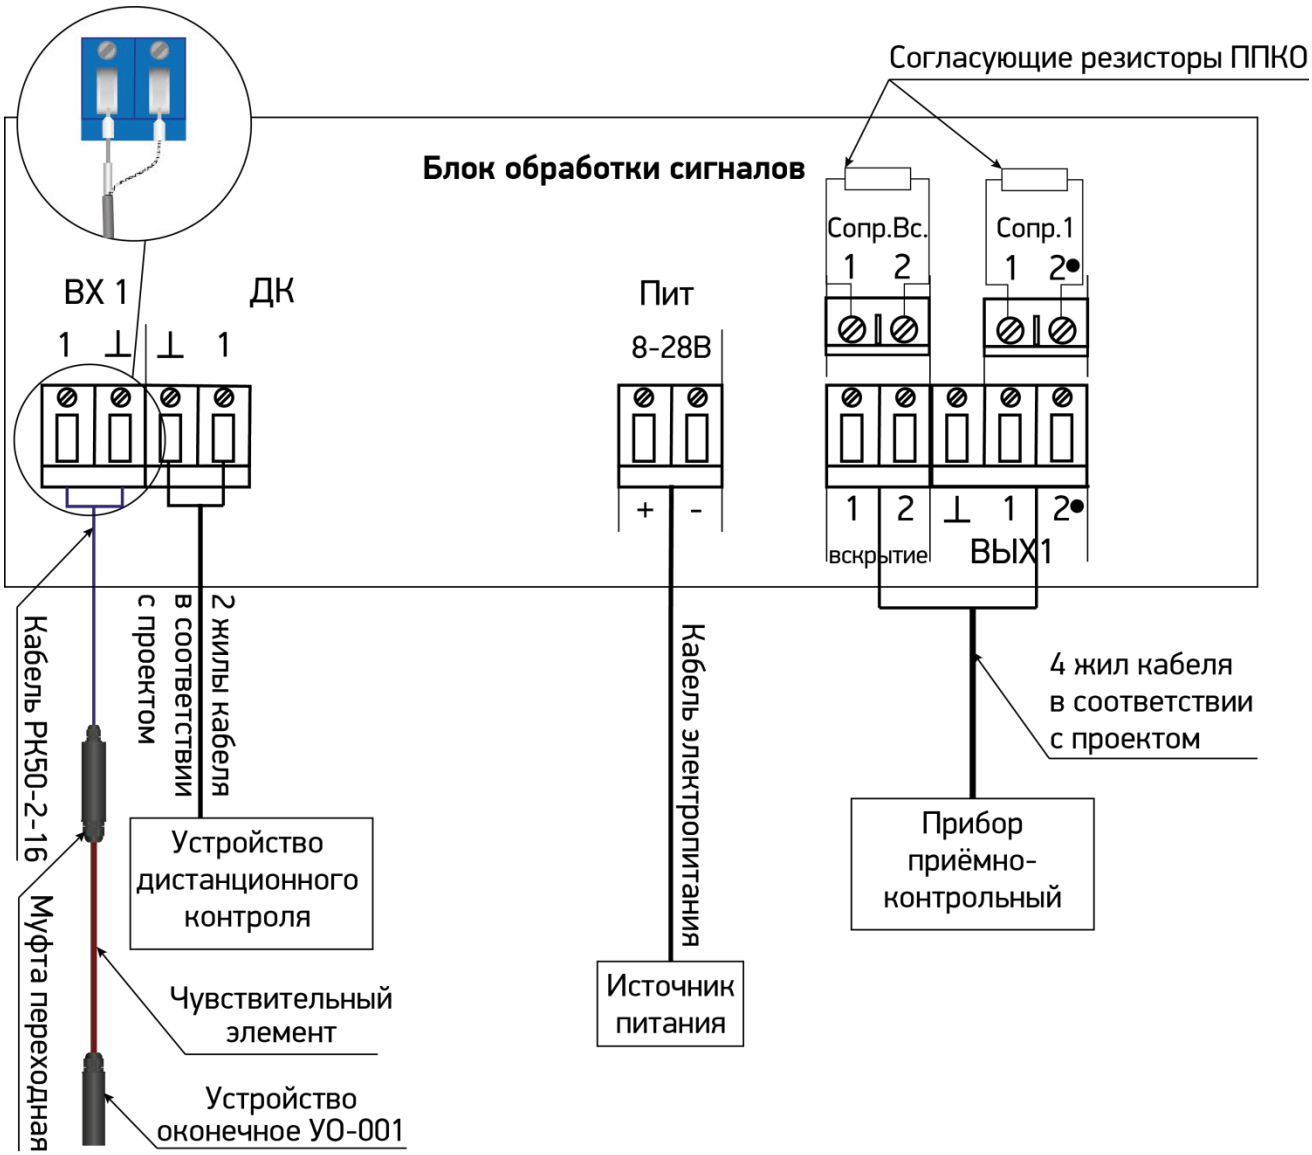

Рисунок 5.2 – Схема подключения извещателя
2. Если конструкцией ППКО предусмотрено применение резисторов с последовательным и параллельным включением, то последовательное включение осуществляется в соответствии с рис.5.2, а параллельное – путем установки ножек резистора в клемму « 2*» для согласующих резисторов и в клемму « 2*» для подключения выходной цепи соответствующего канала (рисунок 5.2а).
Рисунок 5.2а – Схема подключения извещателя с последовательным и параллельным включением согласующих резисторов